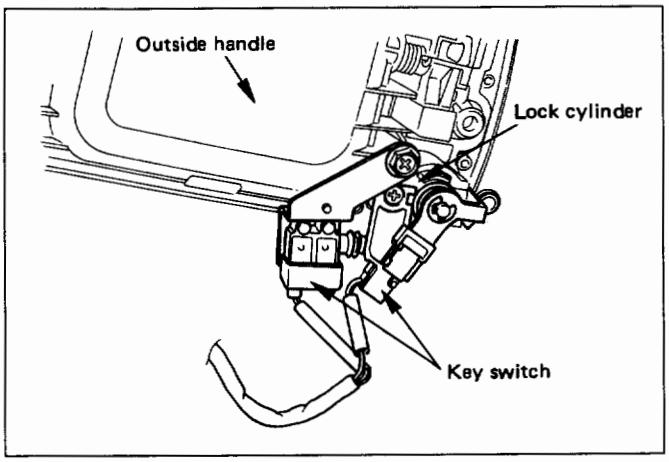

Fig. 10-68
4. **Key switch (W/Anti-theft) (Fig. 10-68)**